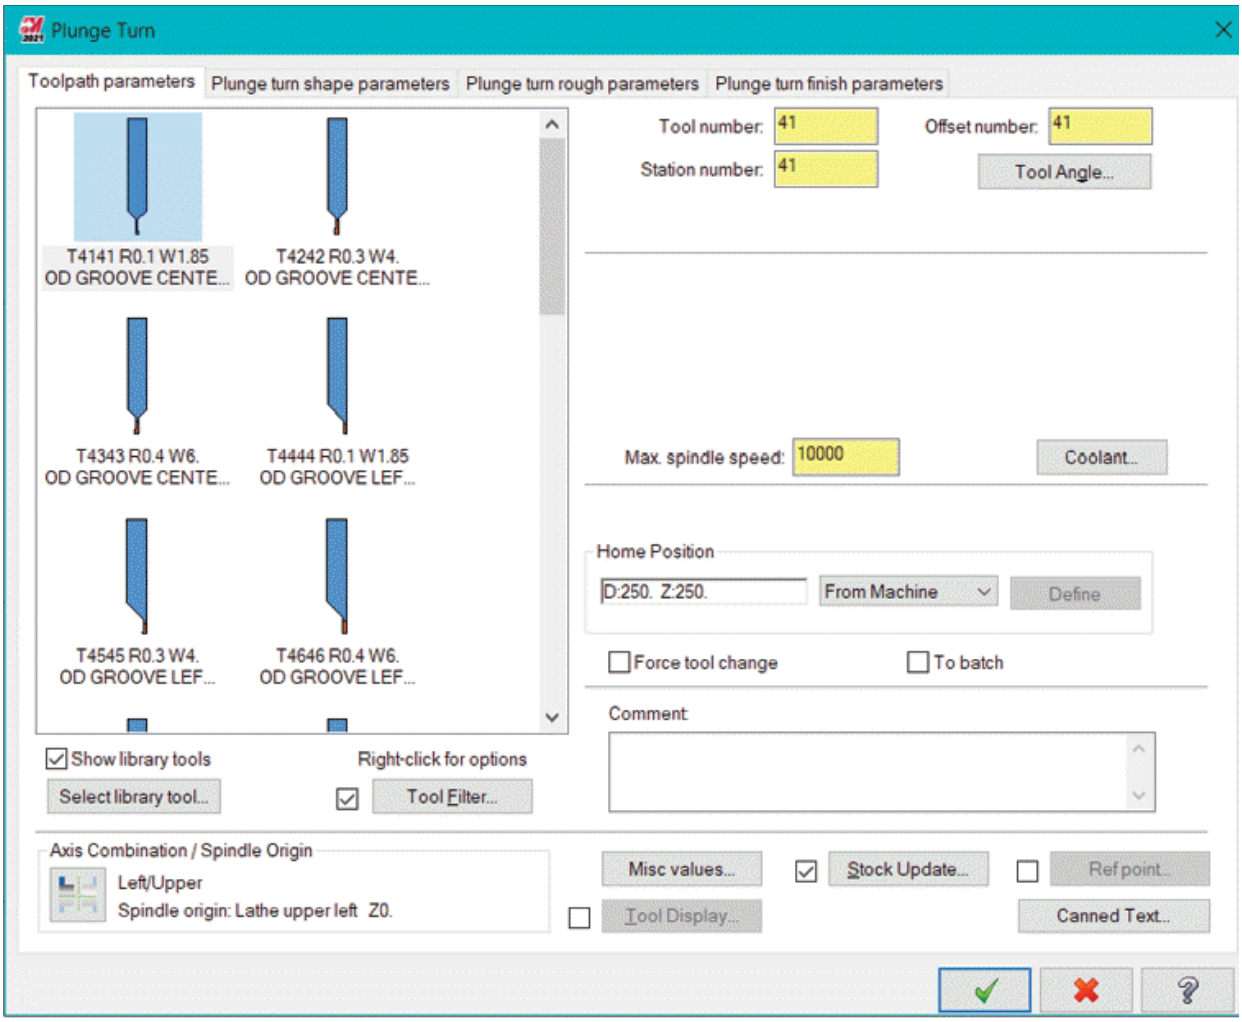

Figure-82. Plunge Turn dialog box
- Click on the **OK** button from the dialog box. The **Plunge Turn** dialog box will be displayed; refer to Figure-82.